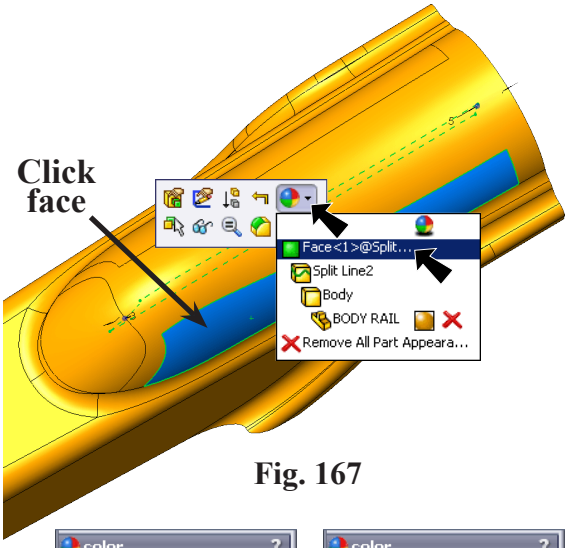

Fig. 167
Step 1. Rotate view slightly to view **all three Split Line faces**, hold down middle mouse button (wheel) and drag to rotate view, **Fig. 167**.
Step 2. Click a Split Line face, click **Appearance Callout** on the Content toolbar and click **Face 1 Split...**, **Fig. 167**.